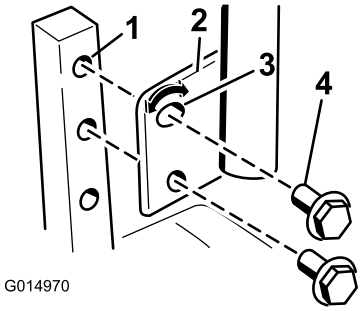

Figure 25
1. Remove the 2 bolts holding the control lever to the control-arm shaft (Figure 25).
3. Secure the lever with the 2 bolts (Figure 25).
2. Loosen the lower bolt just enough to pivot the control lever fore or aft (Figure 25). Tighten both bolts to secure the control in the new position.